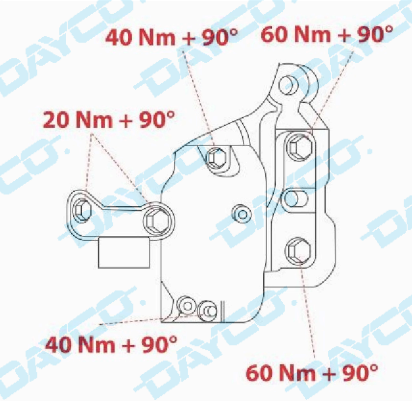

Fig. 8
- Emplear tornillos nuevos y apretar el bastidor derecho del motor a los pares de apriete indicados en las Fig. 8 y 9.